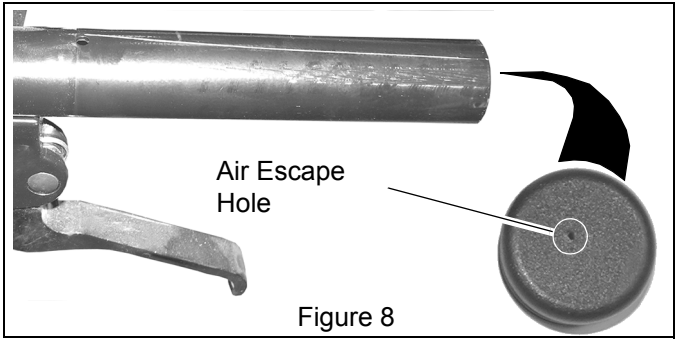

Figure 8
2. Insert one tube cap (item 7) into each handlebar end. See Figure 8.
NOTICE: The tube caps have a pin hole to allow for air escape for ease of assembly. See Figure 8. If the grip is difficult to slide onto the handlebar, open or enlarge the hole to allow more air to escape.